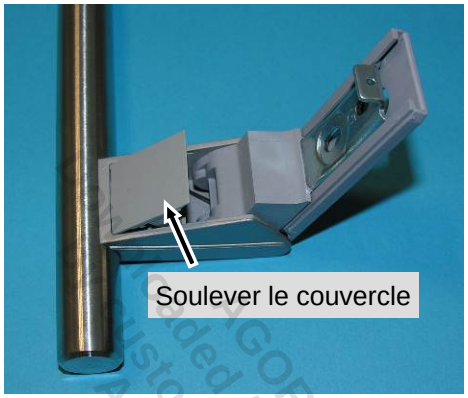
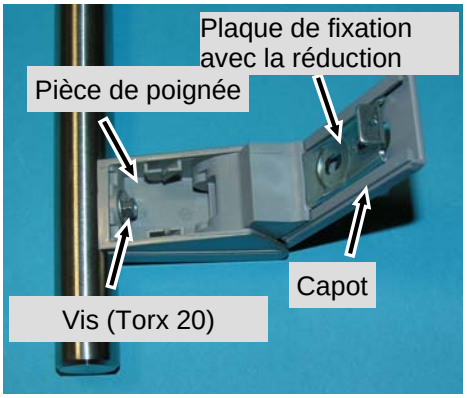

Fig.4
Fig. 5
- Voir **Fig. 4** et **Fig. 5** pour une description des parties individuelles.
- Utiliser le nouveau cache (Fig 4) fourni avec le kit!